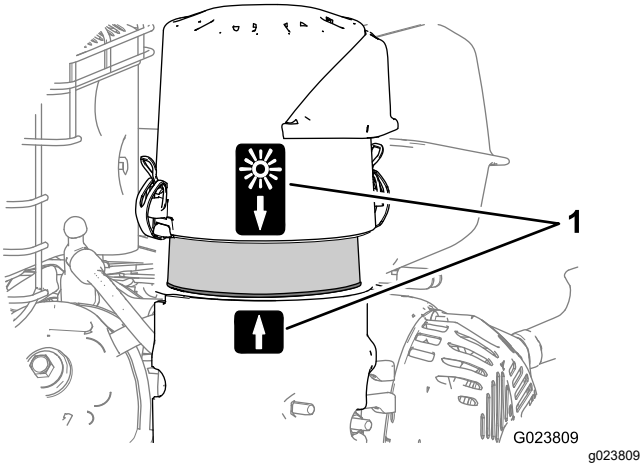

**Figure 26**
8. Alignez la flèche sur le couvercle du filtre à air et la flèche sur la base (Figure 26).